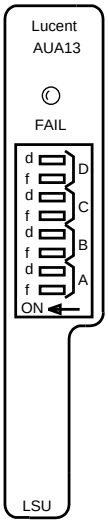

**Figure 2 – AUA13 Line Switch Unit Faceplate**
6. Set all eight force (**f**)/deny (**d**) switches on the **LSU** faceplate to off (right-hand side) position (Figure 2).